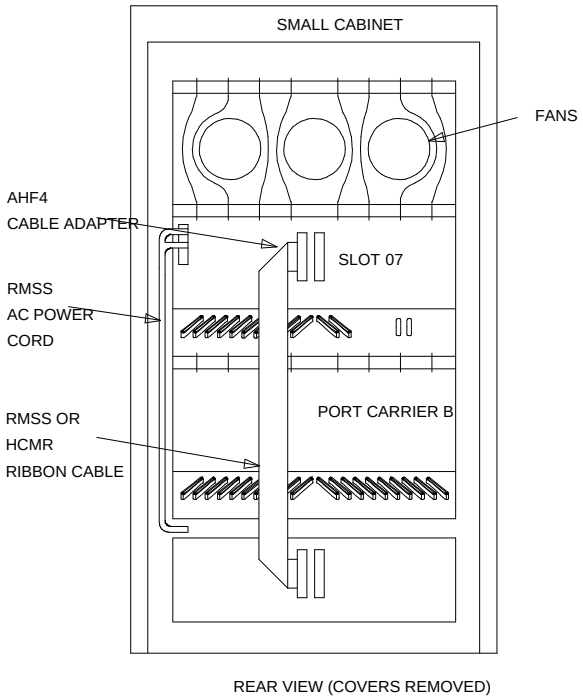

Figure 3-32. R1V3 System Cabinet
2. Disconnect the AHF4 cable adapter from behind slot ‘‘07’’ of control carrier ‘‘A’’ (see Figure 3-32).